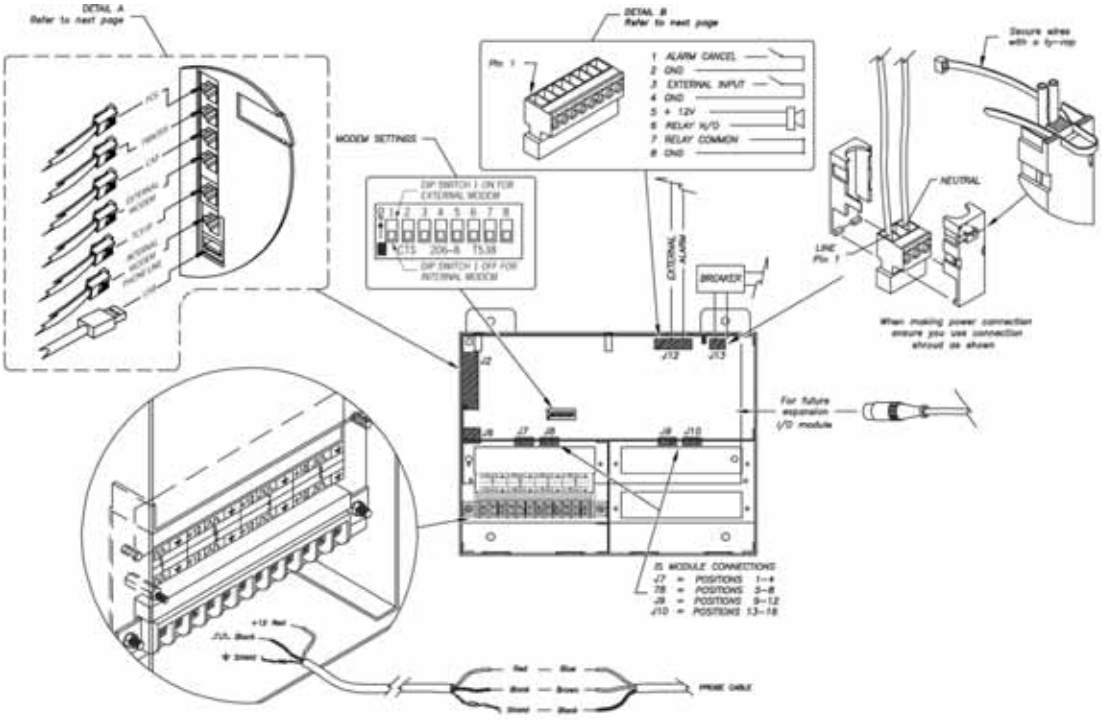

Figure 30: Connecting External Devices to the Controller
Figure 30 below shows how to connect all possible devices and accessories to your SiteSentinel iTouch Controller. Not all applications use all connections shown in the drawing.
3. Attach 9-pin Dsub connector to the printer and the other end to the Controllers RJ-45 connector – see Figure 30 on page 87.